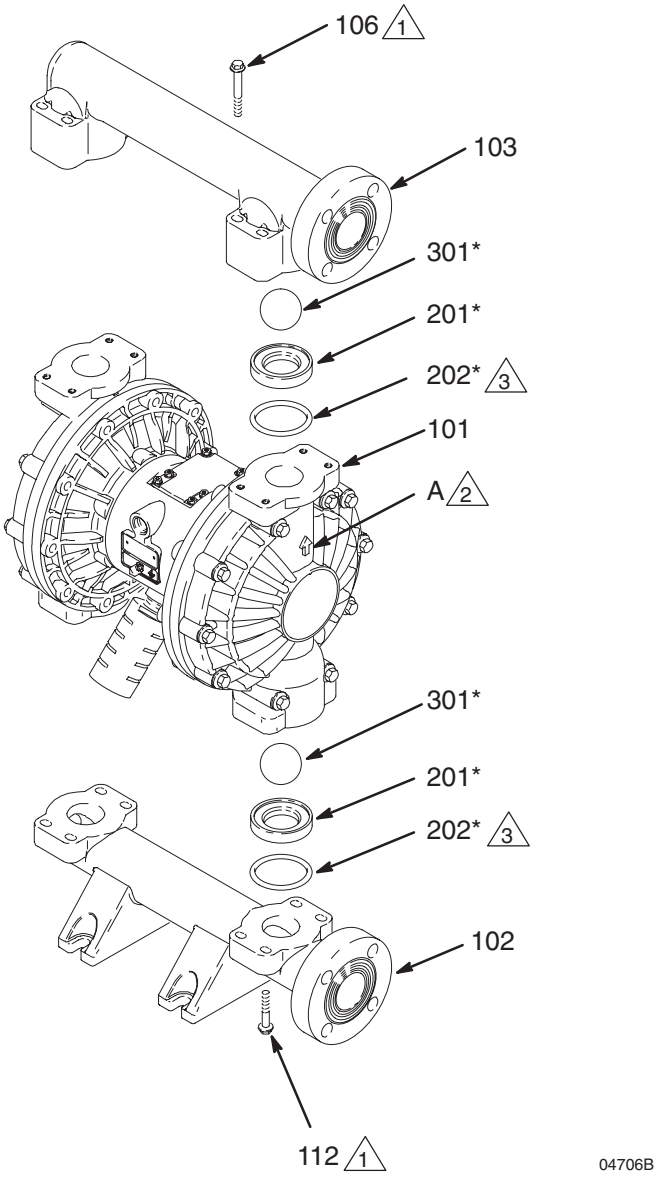

Fig. 11
3. Utilizando una llave de tubo de 10 mm, extraiga los cuatro pernos (106) que sujetan el colector de salida (103) a las tapas del fluido (101). Consulte la Fig. 11.
4. Extraiga los asientos (201), las bolas (301) y las juntas tóricas (202) del colector.
2. Proceda al montaje en sentido inverso al desmontaje, siguiendo las notas de la Fig. 11. Compruebe que las válvulas de retención de bola se montan **exactamente** como se muestra en la figura. Las flechas (A) que aparecen en las tapas del fluido (101) **deben** apuntar hacia el colector de salida (103).